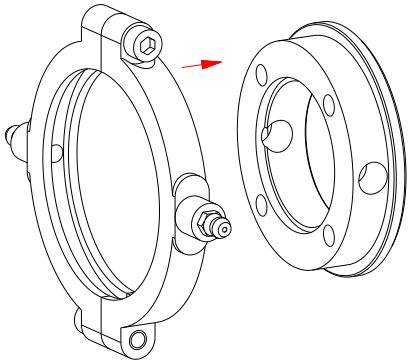

rysunek 12: Montaż pierścienia ślizgowego
- Nasunąć pierścień ślizgowy (element 5) na pierścień dodatkowy (element 4) (patrz rysunek 12).